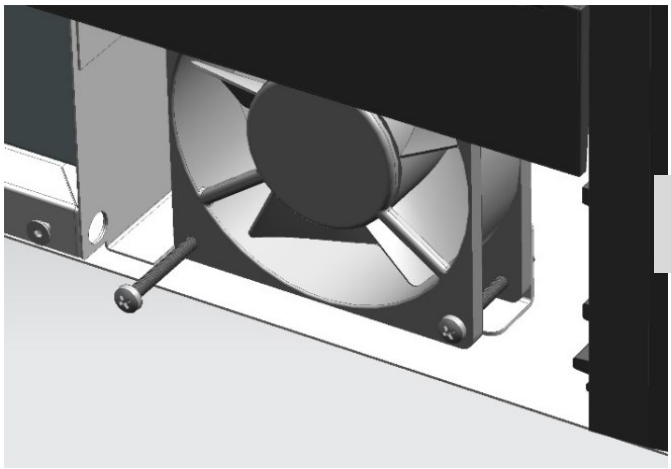

FIG. 6
2. Desserrer les vis qui maintiennent les ventilateurs (Fig. 6).